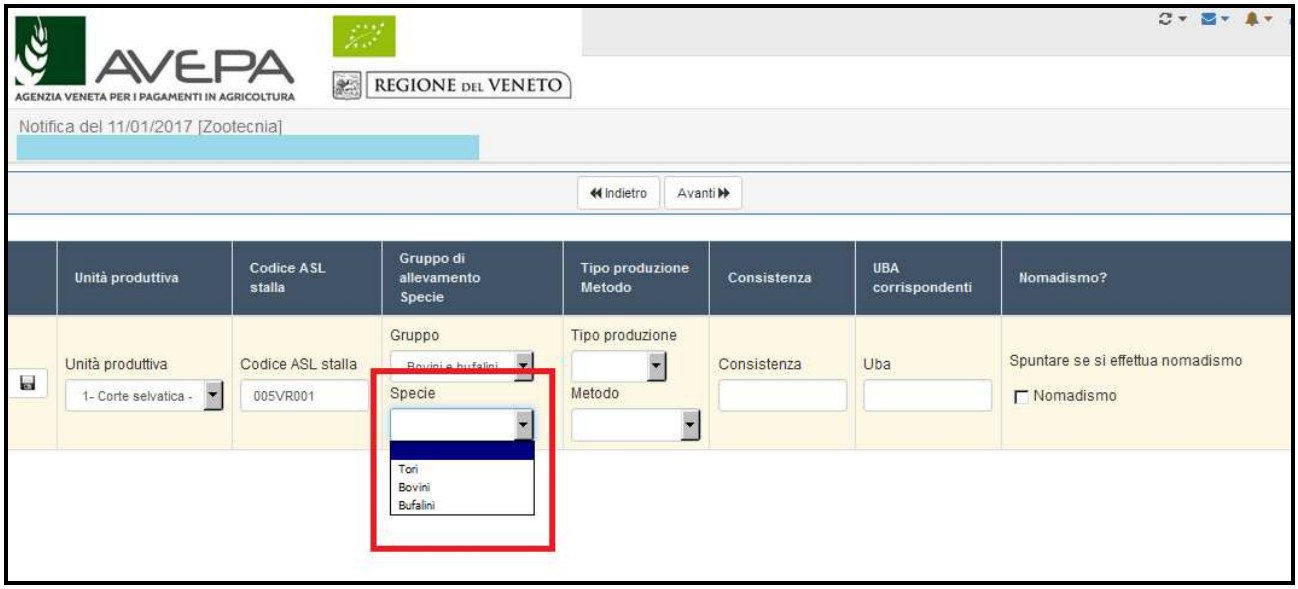

Fig. 59
- ✓ **Specie** (v. fig. 59): scegliere dal menù a tendina la specie allevata;